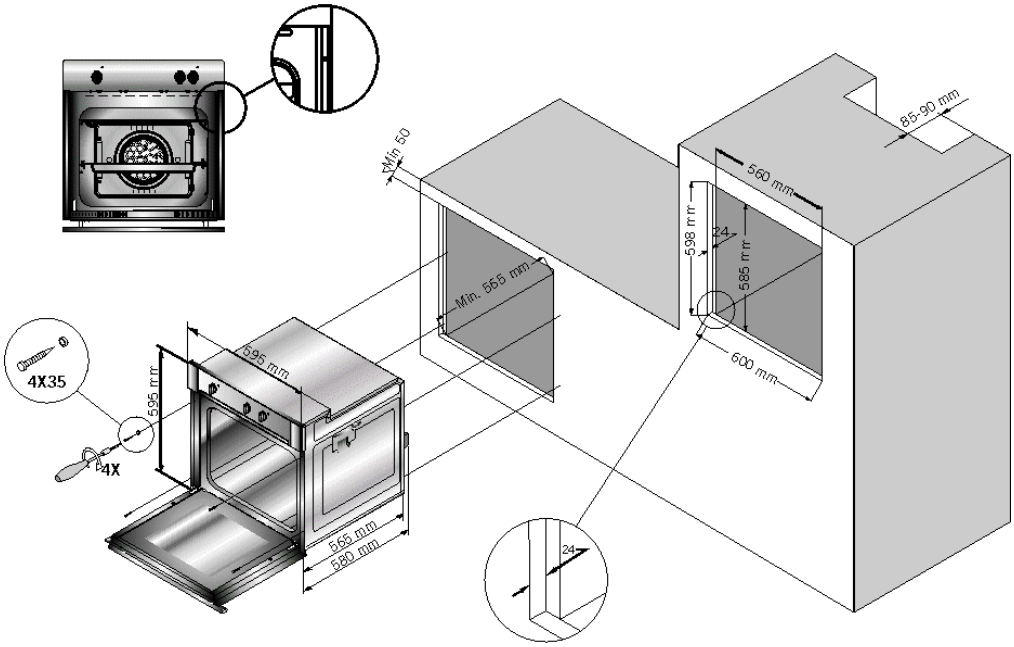

Figura-1
3. El horno puede instalarse en una unidad de alojamiento estándar de 600 mm, según se ilustra en la figura 1, o en un hueco elevado cuando se empotre en una columna.